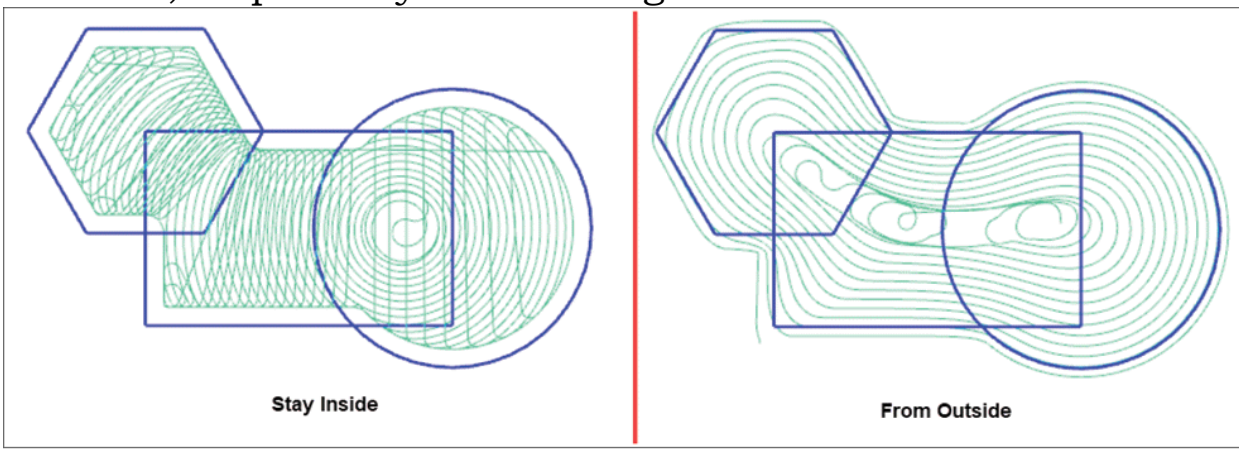

Figure-25. Stay inside and from outside options
- Select **Stay inside** or **From outside** radio button from the **Machining region strategy** area to define whether you want the cutting tool to remain inside the boundaries or the cutting tool is free to move outside the boundaries of selected chains, respectively. Refer to Figure-25.